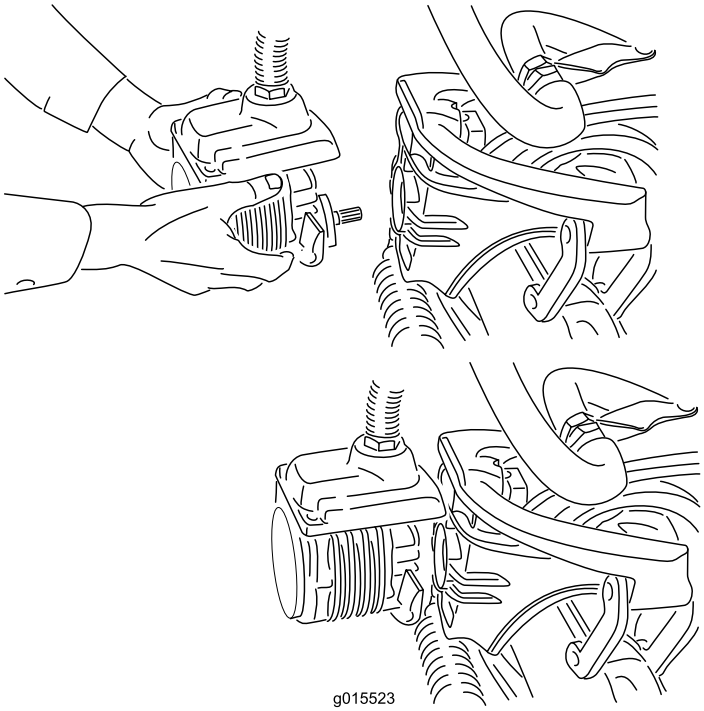

Figuur 39
4. Zet de motor in de opbergruimte op de voorkant van de ophangarm (Figuur 39).